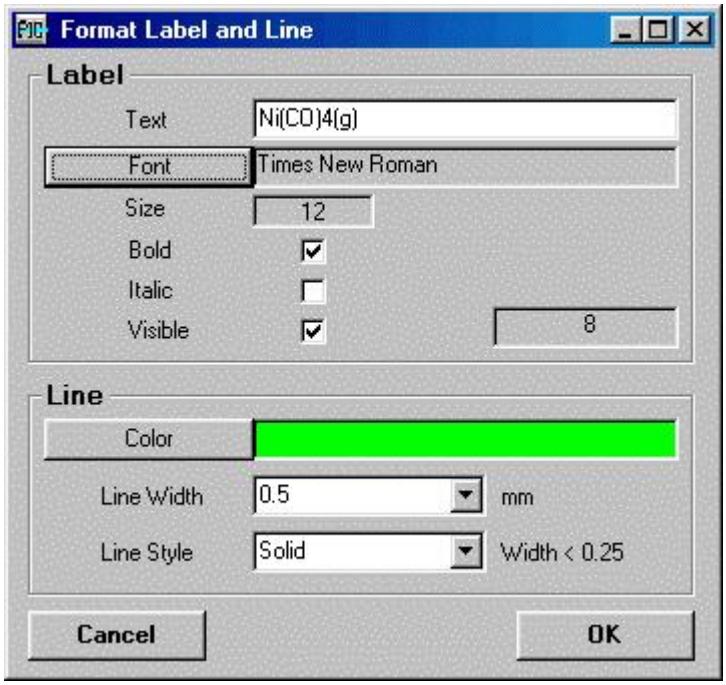

Fig. 13. Changing label and line specifications.
3. The **line width** of curves, species label font, etc. may be changed by double clicking the species labels or selecting the label with mouse and selecting **Format Label** from the menu. You cannot do this by double clicking the line. The label and curve editing window is shown in Fig. 13. Note that other line styles than solid are available only for line widths smaller than 0.3 mm.